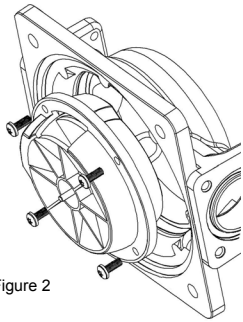

Figure 2
The Meter Chamber consists of upper and lower chambers, a nutating disc, and four screws (figure 2).
2) The meter chamber can be dislodged by removing the 4 screws (see figure 2).